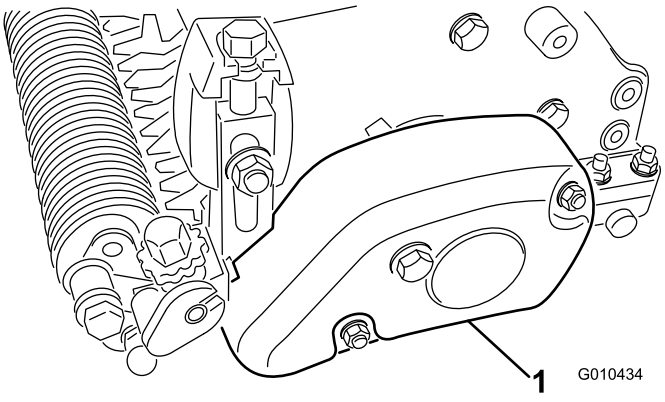

Figura 20
3. Monte a cobertura da correia no conjunto da caixa do rastelo com 2 porcas de bloqueio (M8) como se vê na Figura 20.